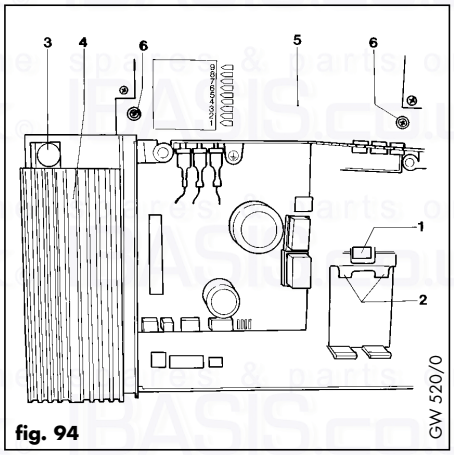

fig. 94
7.22.1 Replacement of boiler display board (fig. 94)
- Slide the connecting plug (1) forwards to release from connecting pins.
- Move retaining clips (2) outwards and slide board upwards to remove.
- Remove screw (3, fig. 94) and lift cover panel (4, fig. 94) off control box.
- Remove lower control box cover (5, fig. 94) by undoing two screws (6, fig. 94).
- Lift lower control box cover (5, fig. 94) clear.